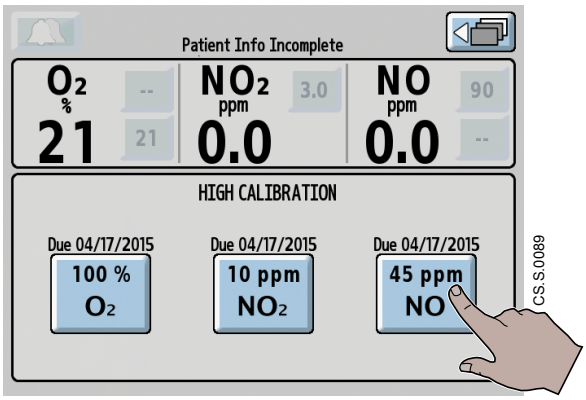

Figure 5-34 Selecting High Calibration for NO
12. At the **High Calibration screen** select the **45 ppm NO button** (Figure 5-34).